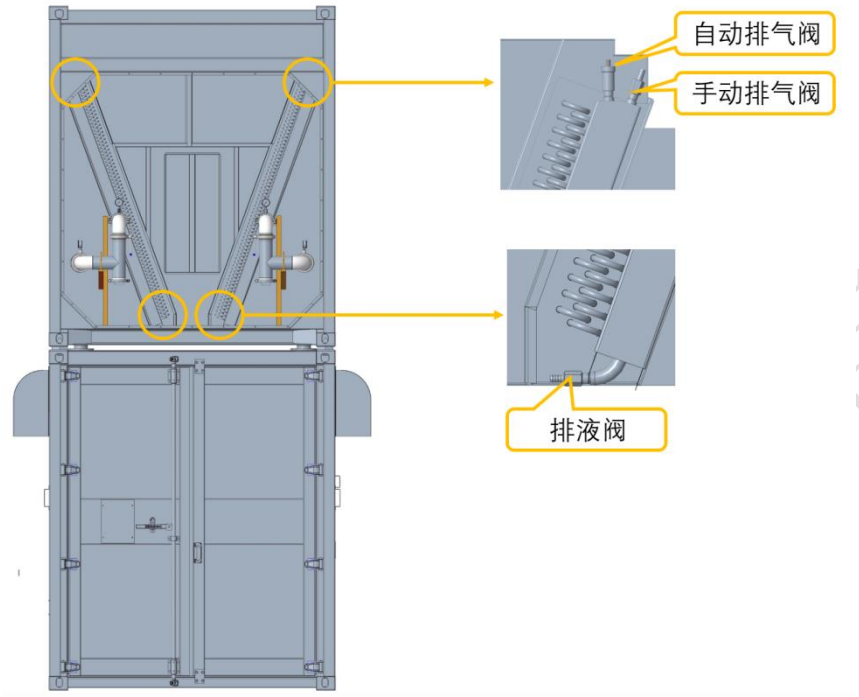

图 9.4 干冷塔放液球阀位置
d) 干冷塔排污时，可将软管连接至排污口，打开排污球阀（图 9.4），即可对干冷塔排污。干冷塔共有 4 个排污阀。